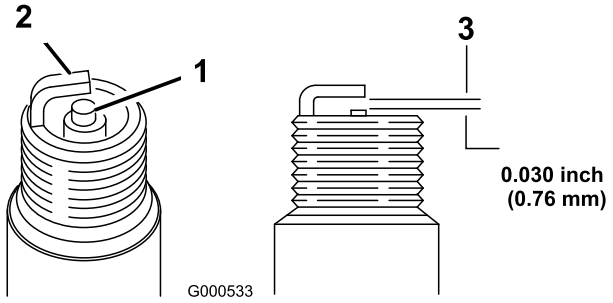

Рисунок 26
5. Установите в свече зазор, равный 0,76 мм (0,030 дюйма); см. (Рисунок 26).